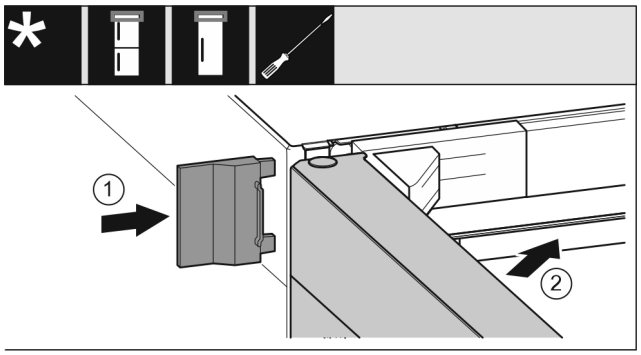

Fig. 26
▶ Push the outer cover *Fig. 26 (1)* on.
▶ Close the upper door *Fig. 26 (2)*.